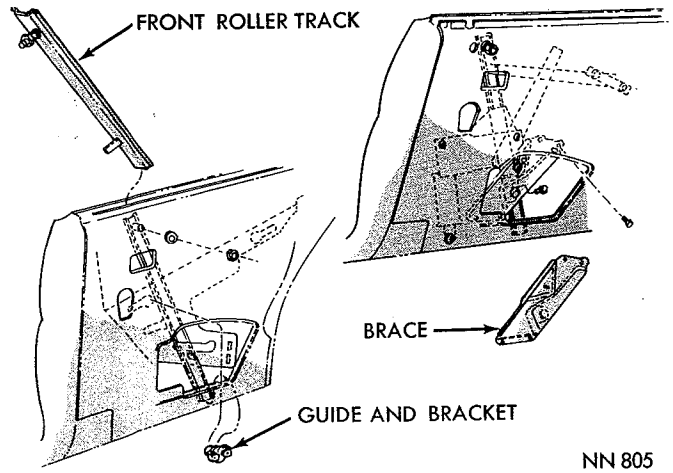

*Fig. 150—Quarter Window Front Track—Hardtop*
(1) Remove screws and washers attaching front track brace (Fig. 150) to inner panel and front track and remove brace.
(2) Remove nut and washer attaching front track upper end to the inner panel.
(3) Remove front track rollers and remove front track.
(1) Position front track into panel and insert sleeve nut at top of track into inner panel opening.
(2) Install sleeve nut lockwasher and nut, do not tighten.
(3) Position the bracket and guide assemblies (Fig. 150) onto bottom of track and slide up into position into forward upper and lower slots of glass lower frame.
(4) Position front track brace in panel and install attaching screws loosely.
(5) Attach brace to front roller track and adjust glass.